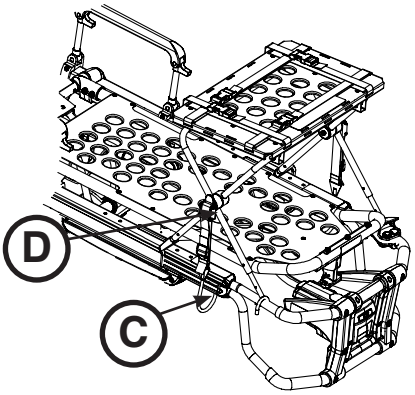

rys. 57
5. Umieścić hak zatrzaskowy (C) pod ramą blatu noszy lub elementem łączącym po stronie stóp, a następnie nacisnąć zatrzask (D), aż zablokuje się w odpowiednim położeniu, jak pokazano na rys. 57, czemu będzie towarzyszył dźwięk. Powtórzyć te czynności po drugiej stronie podstawki pod defibrylator.